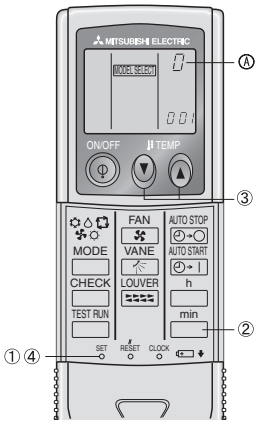

Fig. 6-8
5) Attribuer une télécommande à chaque appareil (Fig. 6-8)
6) Programmation des numéros de paires de la télécommande sans fil (Fig. 6-8)
① Appuyer sur le bouton SET à l'aide d'un objet pointu.